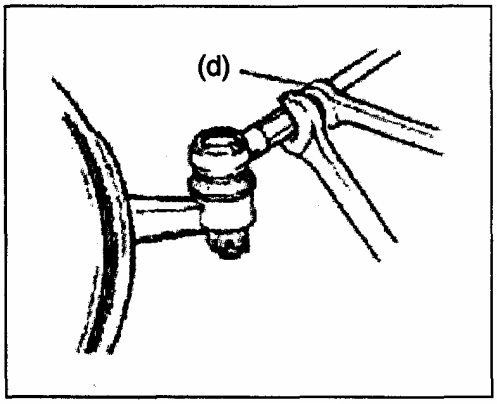

Рис. 439
10) Затяните стопорные гайки наконечников рулевых тяг (Рис. 439).